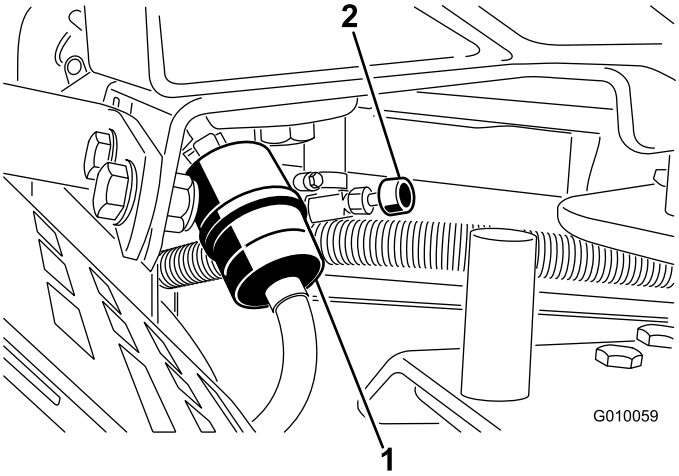

**Figuur 51**
2. Sluit de brandstofafsluitklep (Figuur 51).
3. Druk de uiteinden van de slangklemmen naar elkaar toe en schuif ze weg van het filter (Figuur 51).
5. Monteer een nieuw filter en schuif de slangklemmen terug tot dicht bij het filter (Figuur 51).
7. Open de brandstofafsluitklep (Figuur 51).
3. Maak de slangklem op het brandstoffilter los en schuif deze over de brandstofslang weg van het brandstoffilter (Figuur 51).
4. Trek de brandstofslang van het filter (Figuur 51). Open de brandstofafsluitklep en laat de benzine in een benzinevat of een opvangbak lopen.
5. Plaats de brandstofslang op het filter. Schuif de slangklem dicht op het filter om de brandstofslang vast te zetten (Figuur 51).